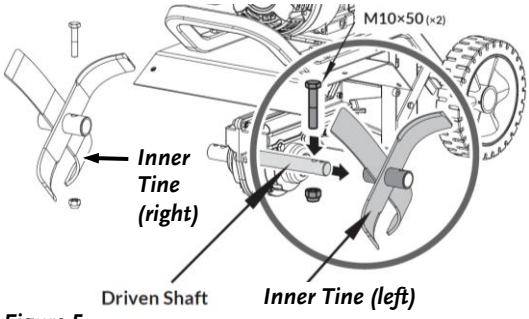

Figure 5
1. Install the two Inner Tines onto the Gearbox Shafts with two M10×50 Hex Bolts and M10 Nylon Lock Nuts using two 16mm Wrenches (***Figure 5***).